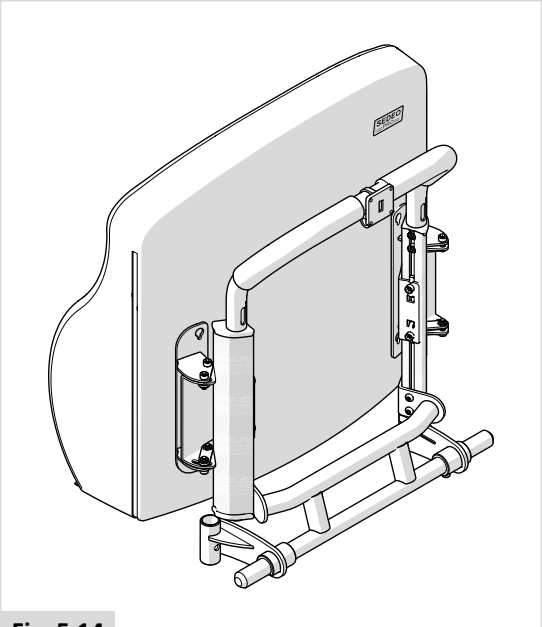

**Fig. 5.14**
- Sedeo Pro mit flexiblem Rückenkissen (Fig. 5.14)